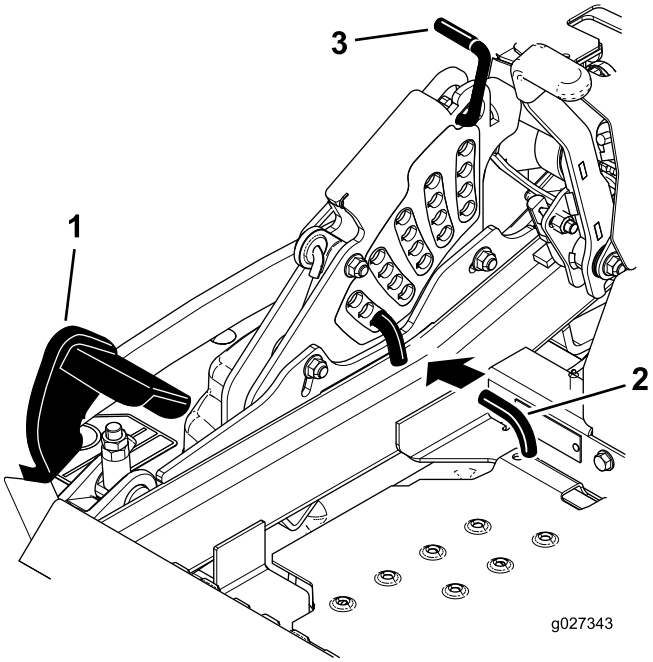

Figur 87
5. Skub pedalen til skjoldløft hele vejen frem, hvorefter skjoldet låses i transportpositionen på 14 cm (Figur 87).